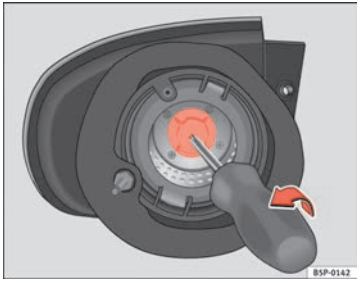

Fig. 195 Indicator lights.
– Pull out the indicator lamp holder using a screw driver in the direction of the arrow ⇒ fig. 195.